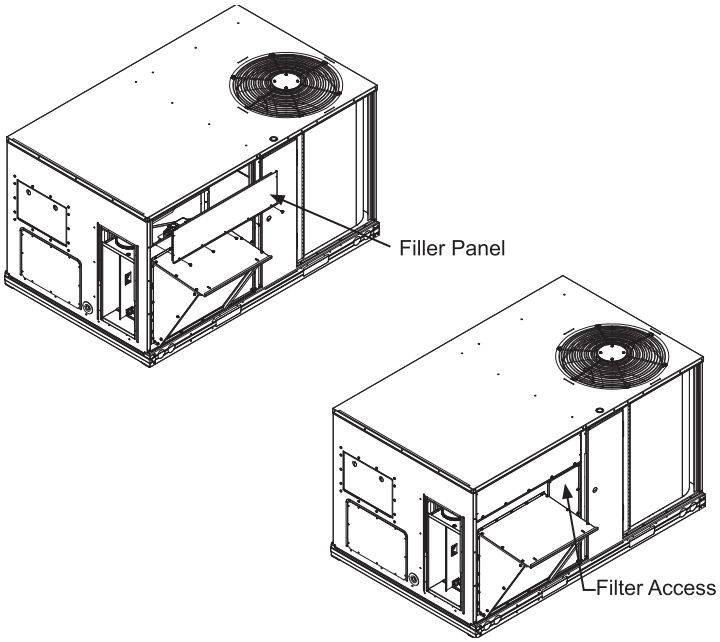

Figure 5 - Attach Filler Panel (if necessary) Chassis 2 shown
Step 9: If needed, attach filler panel. Slide under RTU top flange then drop down until bottom mount holes align with top holes on O/A panel. Use #10-16 5/16" sheet metal screws. See Figure 5.